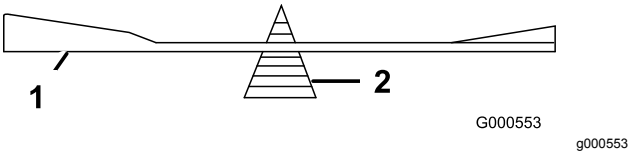

Figuur 105
2. Controleer de balans van het mes met een mesbalans (Figuur 105).